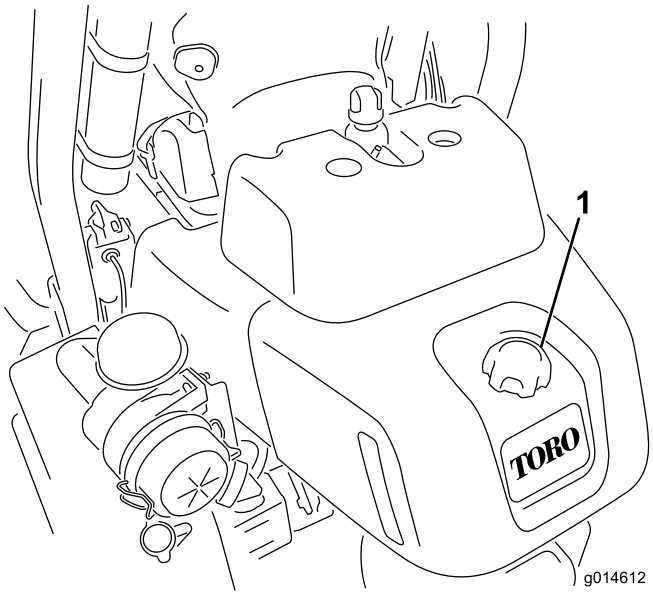

Figuur 29
1. Reinig het gebied rond de dop van de brandstoftank (Figuur 29).